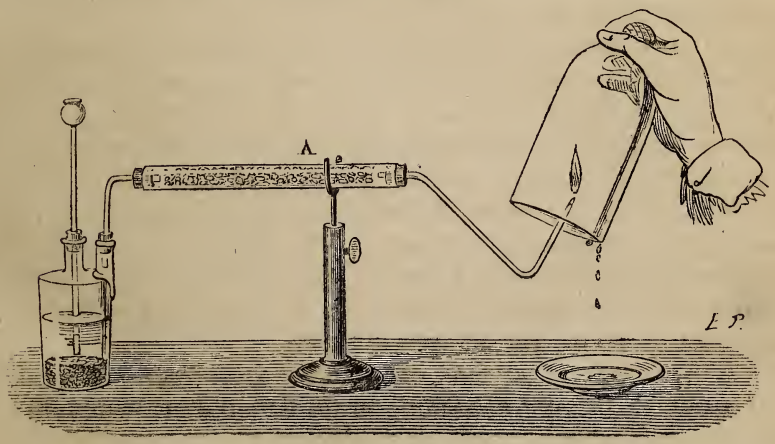

Fig. 13.
62. **Production de la vapeur d'eau par la combustion de l'hydrogène.** — Lorsqu'on veut démontrer que le produit de la combustion de l'hydrogène est de l'eau, on enflamme l'hydrogène (fig. 13), après l'avoir fait passer dans un tube A contenant du